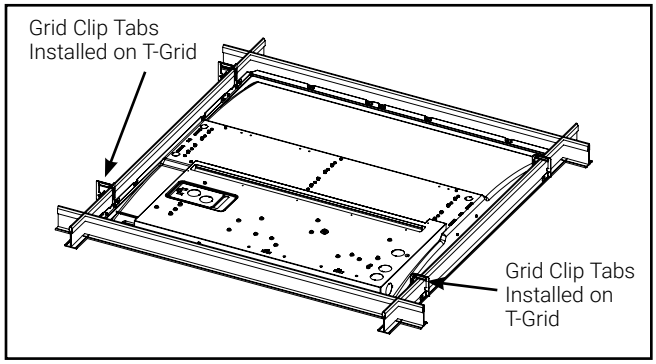

Figure 2.
3. Grid lock tabs are provided on end plates. Fold out 90º as shown (Figure 2).